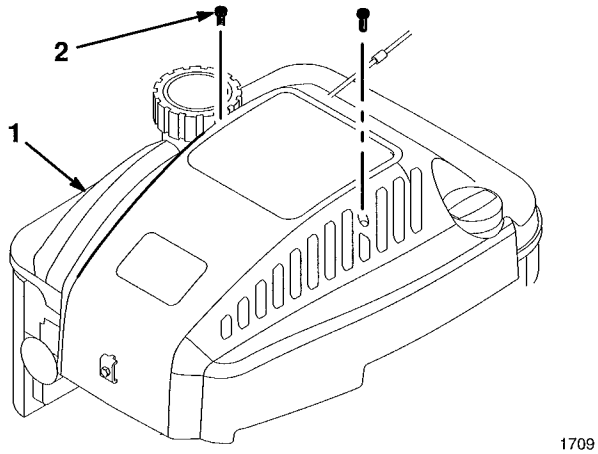

Figure 29
2. Remove (2) screws from engine cover and lift off cover (Fig. 29).